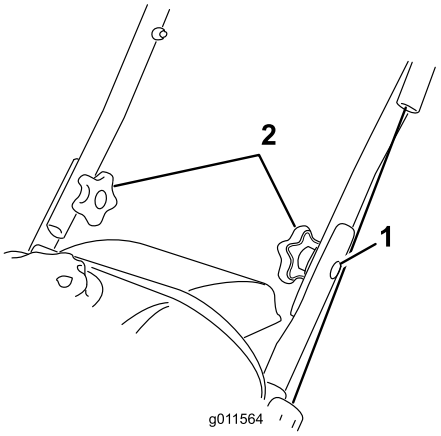

Figur 4
2. För in bultarna med ovala huvuden i de inpassade hålen med bulthuvudena på handtagets utsida (Figur 4).
1. Bultar med ovalt huvud (2)
3. Montera de böjda brickorna och handtagsvreden på bultarna med ovala huvuden på insidan av handtaget (Figur 4) och **dra åt vreden ordentligt**.